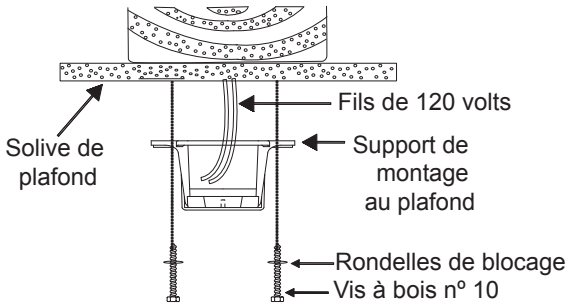

Fig. 7
Étape 4A. Fixez le support de montage directement à une solive de la structure du bâtiment. Utilisez uniquement les vis à bois et rondelles de blocage appropriées fournies avec votre ventilateur. (Fig. 7)
ATTENTION : Le support de montage doit être installé directement sur la solive du bâtiment, à l'aide des deux vis à bois et rondelles de blocage. (Fig. 7)